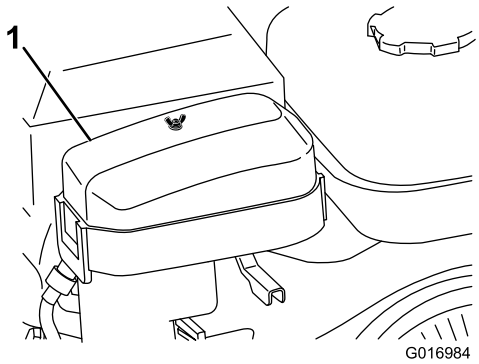

Figur 24
2. Ta bort vingmuttern som håller fast luftrenarkåpan och demontera kåpan (Figur 24).